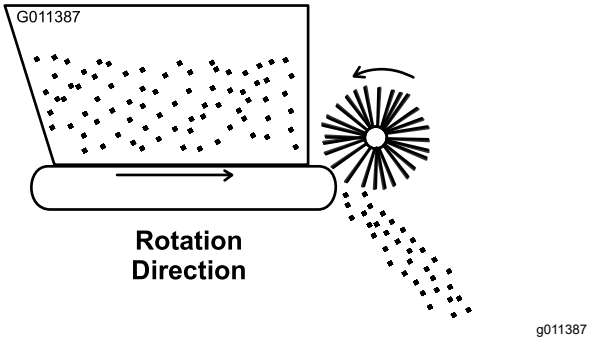

Figur 19
3. Flyt køretøjets fjernhydraulikgreb til positionen RUN (kør). Transportbåndet og børsten bør dreje som vist i Figur 19.